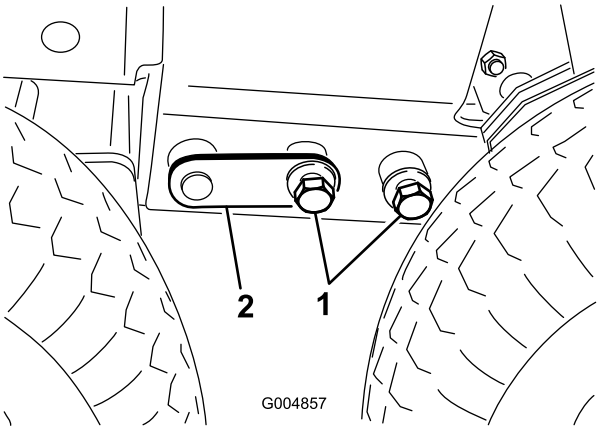

**Rysunek 111**
34. Dostosuj wysokość podnośnika lub rękoma przechylaj kabinę, aby włożyć śruby (3/4 cala) po obu stronach (Rysunek 111).